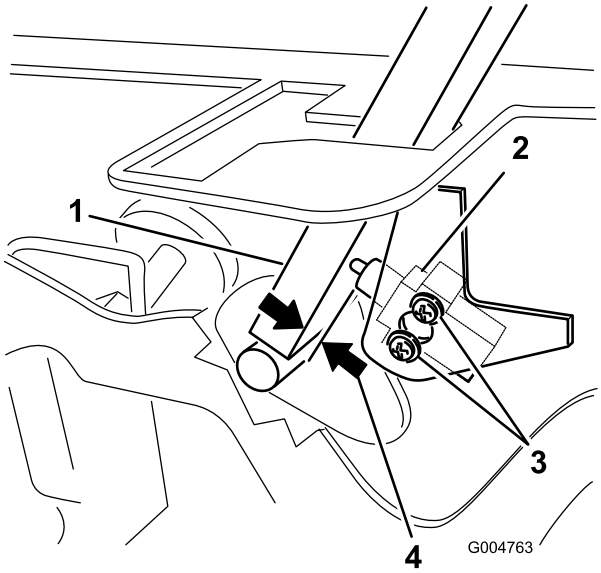

Figur 54
3. Lossa de två skruvarna som fäster säkerhetsströmbrytaren (Figur 54).
4. Håll rörelsereglaget mot ramen och flytta brytaren mot reglaget tills avståndet mellan reglaget och brytaren är 0,4–1 mm (Figur 54).